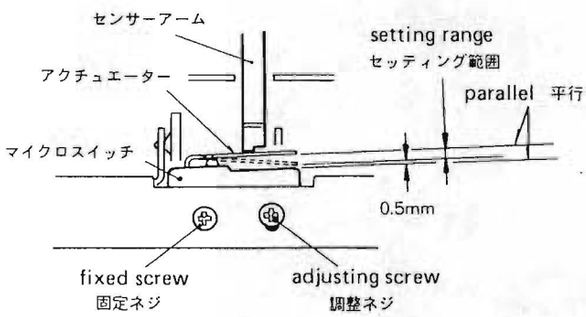

Fig. 5-1
3. Adjust mounting position of the two micro switches, cassette-in switch (S502) and record safety switch (S501) (for switch location, refer to Fig. 3-2, so that the actuator position is in the setting range shown by Fig. 5-1.